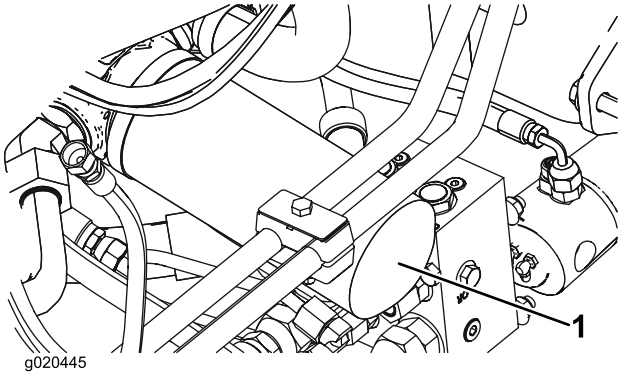

Figur 73
2. Rengör runt områdena där filter monteras. Ställ ett avtappningskärl under filtret och ta bort filtret (Figur 73).